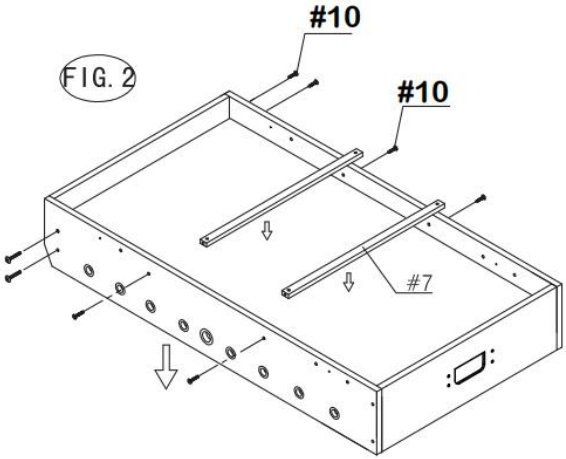

FIG.3.
7) Fissare le gambe (#4) e (#5) al mobile utilizzando uno dei bulloni (#8), due delle rondelle (#9), uno di dado (#13), uno di bullone ad alette (#15) per gamba come mostrato nelle FIG 3 e 3-1.